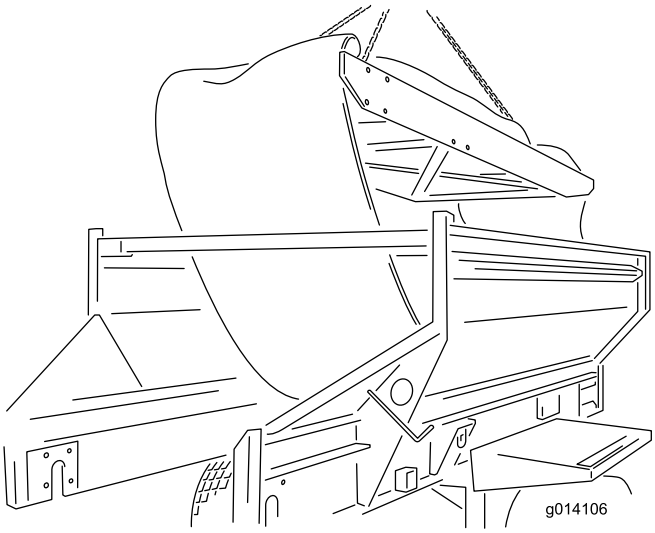

Figur 49
24. Ta ut innsatsen ved å løfte den ut fra toppen av maskinen. Plasser den på bakken (Figur 49).